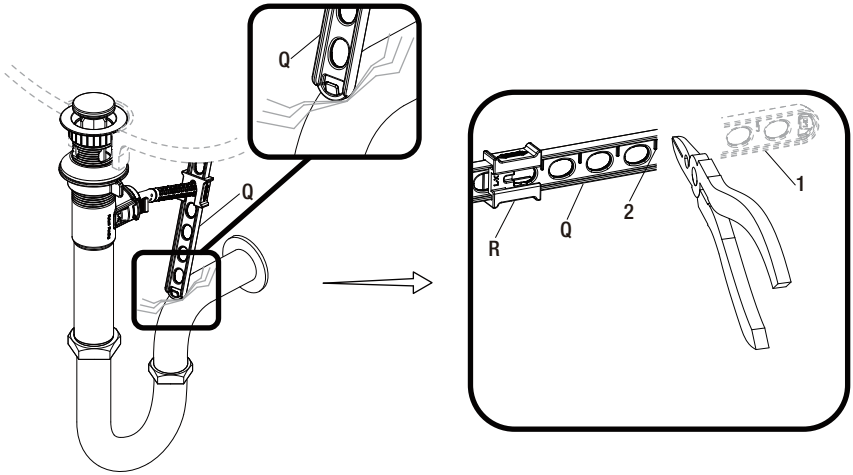

Fig. 1 Fig. 2
- □ Si la correa de la varilla de elevación (Q) sobresale tanto que interfiere con tu instalación, como se muestra en la Fig 1, la varilla de elevación (Q) puede recortarse.